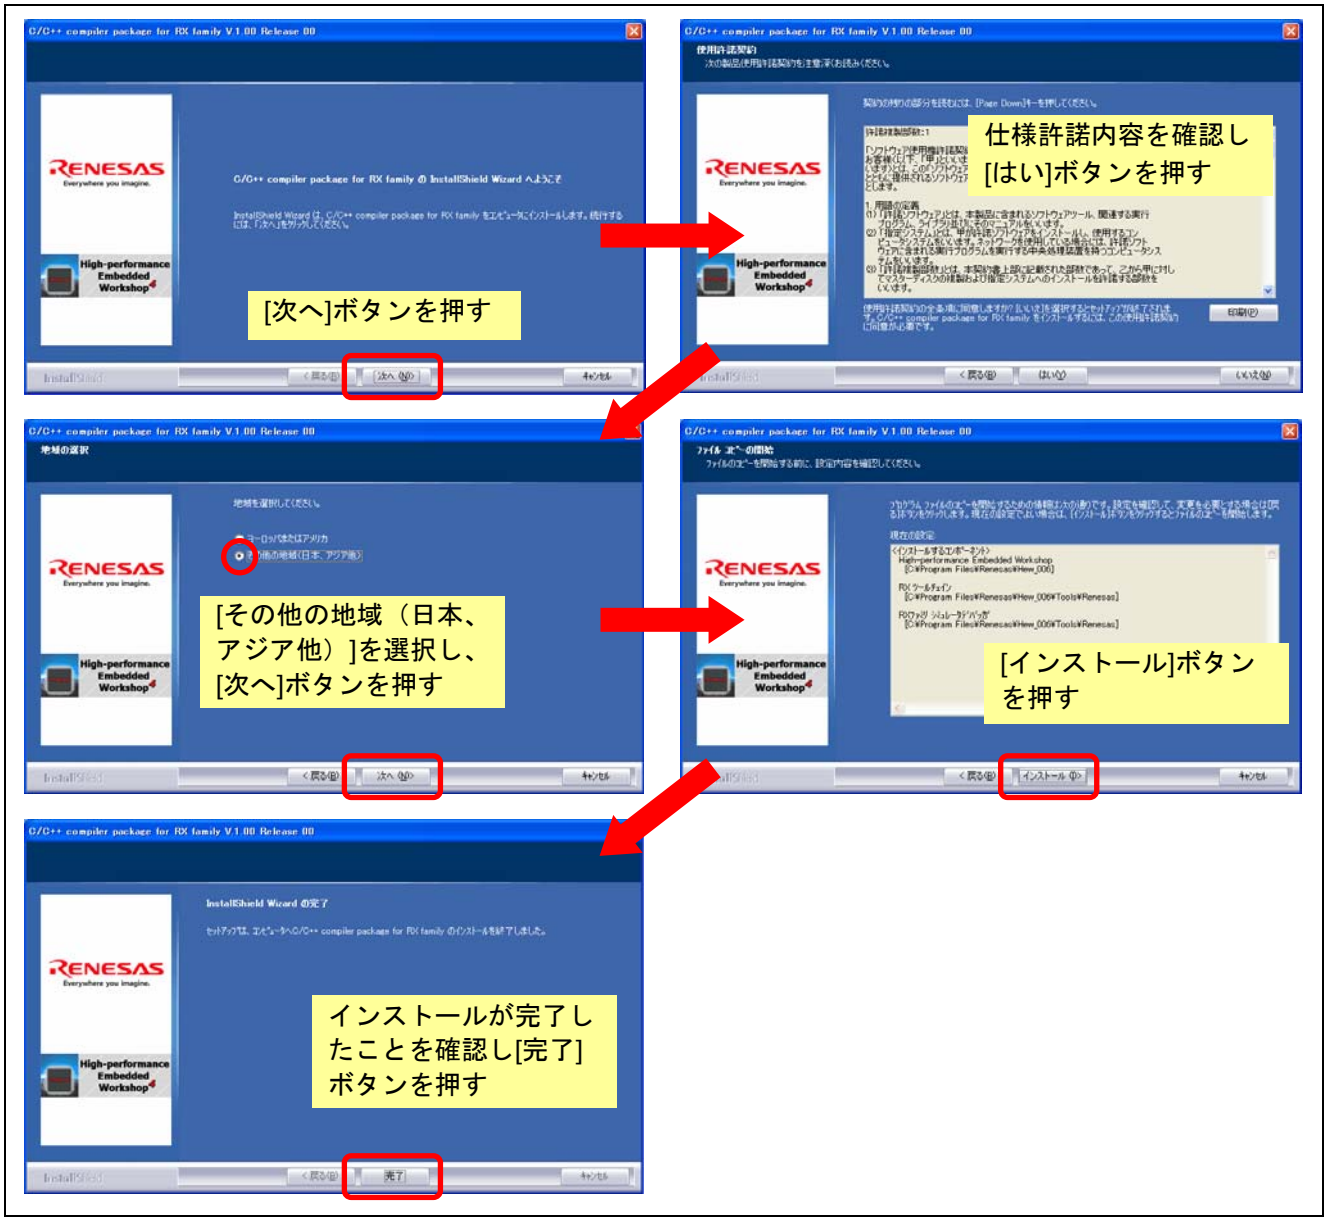

図 3.12　C/C++コンパイラパッケージのインストール
(4) C/C++コンパイラパッケージのインストールが開始されますので、図 3.12に従ってインストールを行ってください。